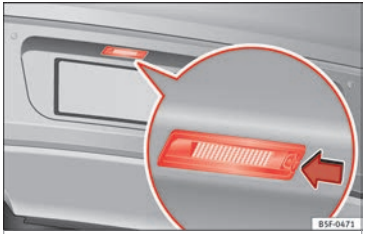

Fig. 114 In the rear bumper: number plate light.
1. Press the number plate light in the direction of the arrow ››› **Fig. 114**.